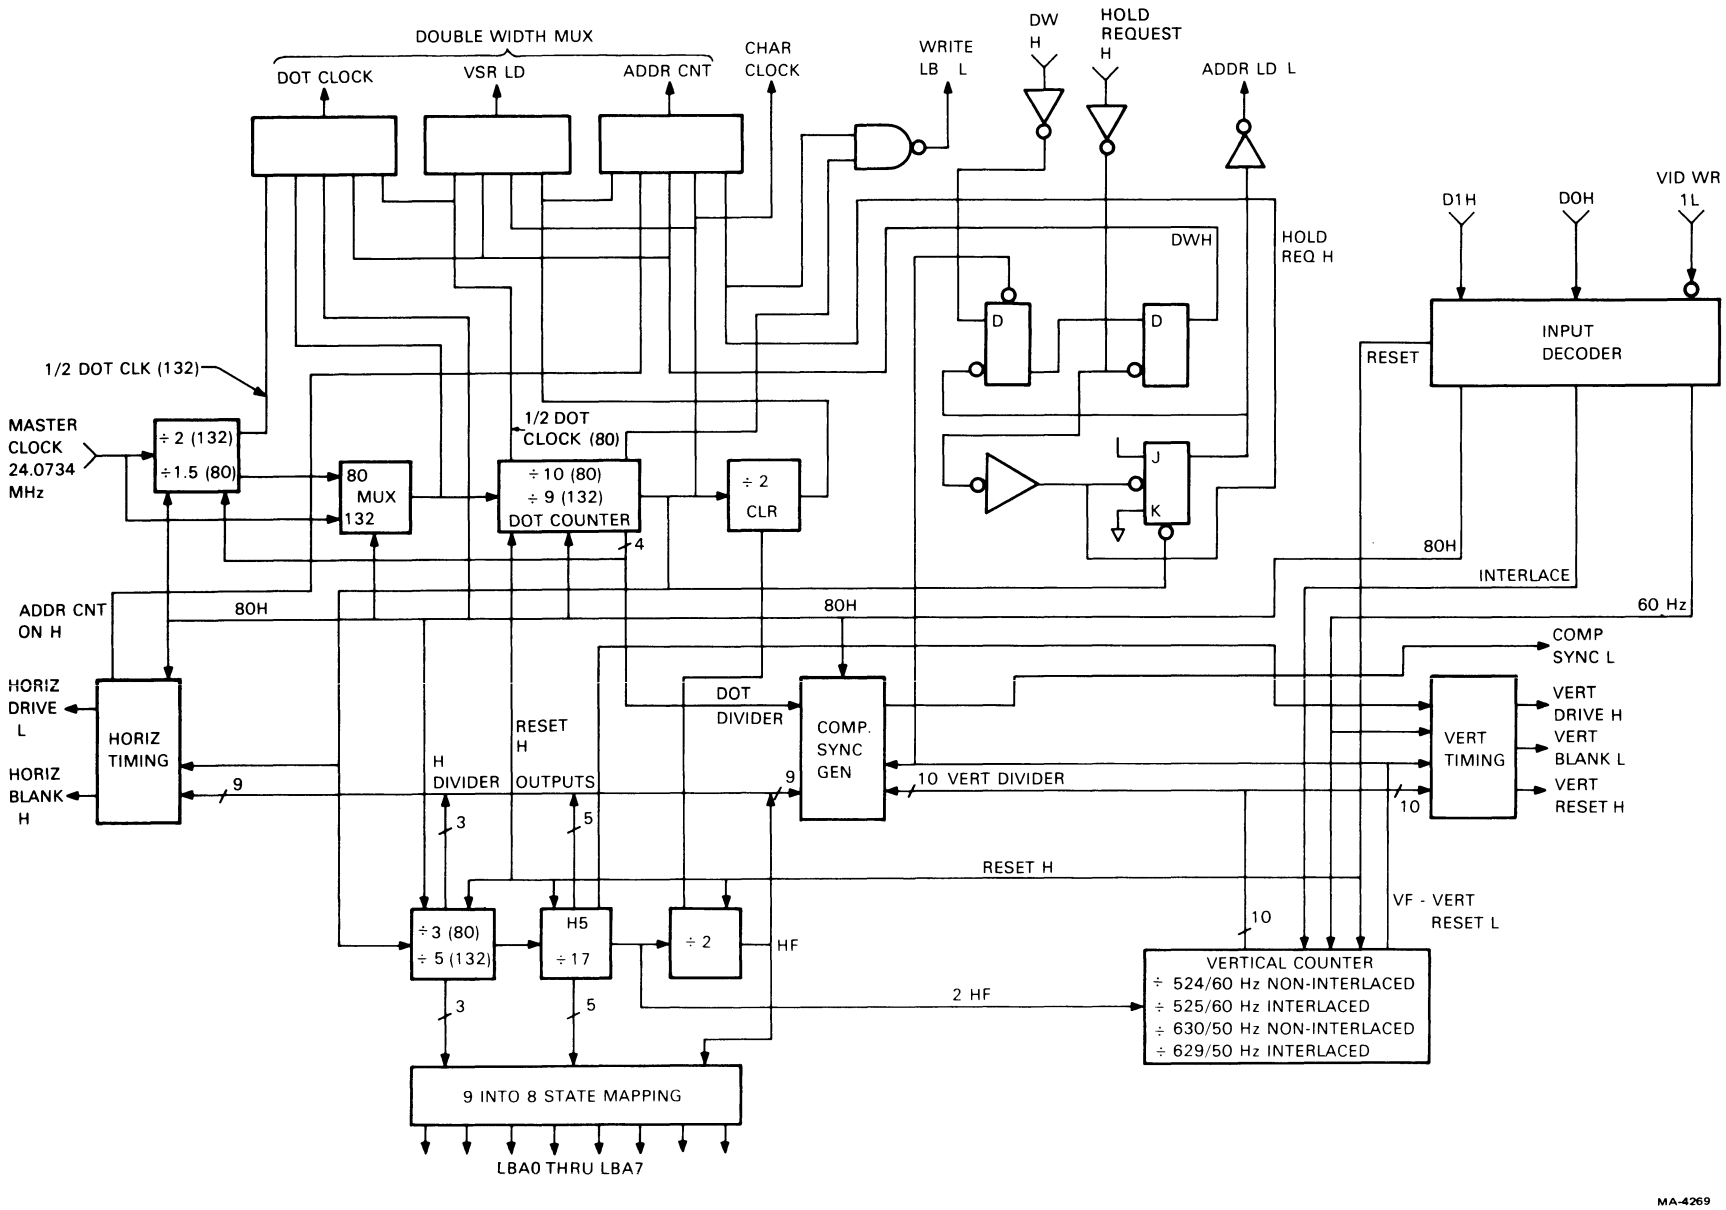

Figure 4-6-5 DC011 Block Diagram
The DC011 is a custom designed bipolar integrated circuit that provides most of the timing signals required by the video processor. Internal counters divide the output of a 24.0734 MHz oscillator (located elsewhere on the terminal controller module) into the lower frequencies that define dot, character, scan, and frame timing. The counters are programmable through various input pins to control the number of characters per line, the frequency at which the screen is refreshed, and whether the display is interlaced or noninterlaced. These parameters can be controlled through SET-UP mode or by the host. In the following discussion, refer to the block diagram in Figure 4-6-5.
4.6.2.5 Horizontal Counter – The block diagram in Figure 4-6-5 shows the horizontal divider broken into three stages. The first divider is programmable according to the number of columns selected and is driven by CHAR CLK from the dot counter. For 80 column mode the divisor is three; for 132 column mode the divisor is five. The total division from MASTER CLK to the output of this first divider is 45, independent of mode (for 80 columns: $1.5 \times 10 \times 3 = 45$, for 132 columns: $1 \times 9 \times 5 = 45$). Therefore, the operation of all of the remaining dividers in the DC011, which are driven from the first horizontal counter, are also independent of the column mode. The second stage of the horizontal divider has a divisor of 17, which is chosen to give the required number of displayable columns plus about 28 percent more to allow time for the monitor to execute a horizontal retrace. The last stage is a simple divide-by-2 that provides the horizontal frequency. Designing the last stage to be a divide-by-2 guarantees that the signal at its input will have a frequency twice that of the horizontal frequency as required by the vertical dividers to create interlaced operation. The total division from CHAR CLK provided by the horizontal divider is 102 in 80 column mode and 170 in 132 column mode. In either mode the frequency at the output of the horizontal counter is 15.734 kHz.
4.6.2.9 Vertical Counter – The 10-bit vertical counter, shown in Figure 4-6-5, determines the frequency at which the screen is refreshed by counting the number of horizontal scans to be included in each field. The vertical counter uses the 31.468 kHz output of the horizontal counter so that it can count the half-scans required for interlaced operation. Figure 4-6-5 lists the four available divisors that select the interlace mode and keep the refresh frequency as close to the local power line frequency as possible (to minimize interference with the screen from nearby equipment). The vertical frequencies produced by these divisors are approximately 1/20 Hz above or below the nominal power line frequency.
4.6.2.12 Hold Request, Address Load, and Double-Width – The logic associated with HOLD REQ H, ADDR LD L, and DW H is shown in Figure 4-6-5. The falling edge of HOLD REQ H sets ADDR LD L to the low state; ADDR LD L is subsequently cleared by the falling edge of CHAR CLK, thus creating a short low pulse on ADDR LD L at the end of each DMA. ADDR LD L stores, in their respective registers, all line attributes and the memory address of the next line to be accessed by a DMA. The rising edge of HOLD REQ H causes the value of DW H that was stored in the holding flip-flop by the previous ADDR LD L to be transferred to a second flip-flop whose output controls the double-width MUX. This means that the value of DW H stored at the end of one DMA by ADDR LD L does not actually become effective until the beginning of the next DMA. The holding flip-flop for DW H is cleared by VERT RESET H at the start of every field. HOLD REQ H is also used to enable ADDR CNT and WRITE LB L only during DMAs. Interactions of HOLD REQ H with other signals during a DMA are further defined in Figure 4-6-19.